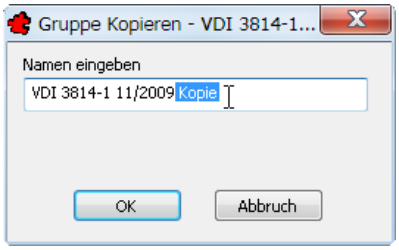

Bild 32.5 – Kopieren eines Referenzstandards
- Hierauf erscheint das Dialogfeld Gruppe Kopieren, um einen eindeutigen Namen für die Kopie anzufragen (Abb. 32.5). Bestätigen Sie dann.